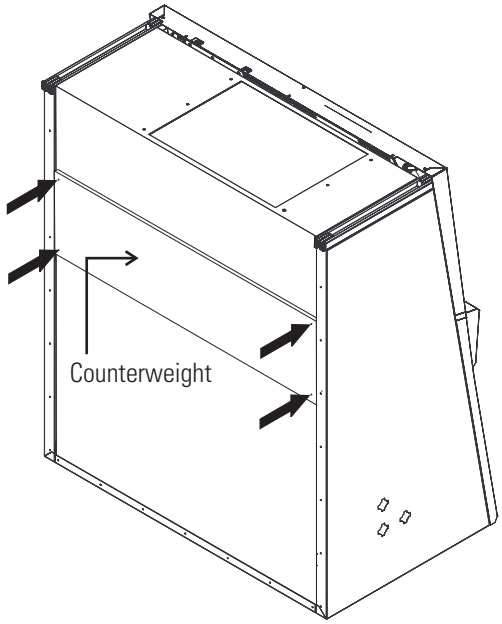

**Figure 3-2.** Unlocking the Counterweight
**Warning** The weight of the window is balanced by the counterweight on the back of the cabinet. Do not move the unit unless the counterweight has been locked in place with the shipping screws (see Figure 3-2). ▲
To unlock the counterweight, remove the shipping screws (see location arrows in Figure 3-2) and retain them for future shipping needs. A Torx wrench is shipped in the manual bag for this purpose.